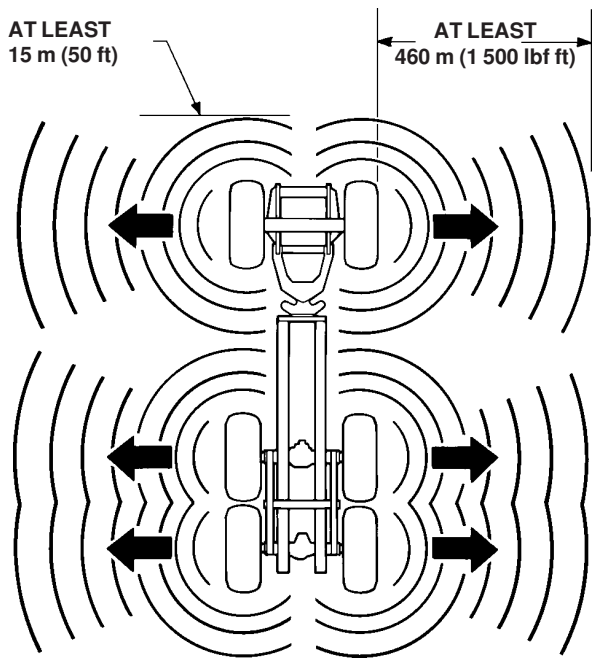

Fig. 8 - APPROACH AREA.
⚠ If it is absolutely necessary to approach a machine with a suspect tyre, approach only from the front or the back. Stay at least 15 m (50 ft) from the tread area. Keep observers out of the area and at least 460 m (1 500 ft) from the tyre sidewall. Refer to Fig. 8. The tyre(s) should be allowed at least eight (8) hours cooling time after the machine is shut down or the fire extinguished before approaching closer.